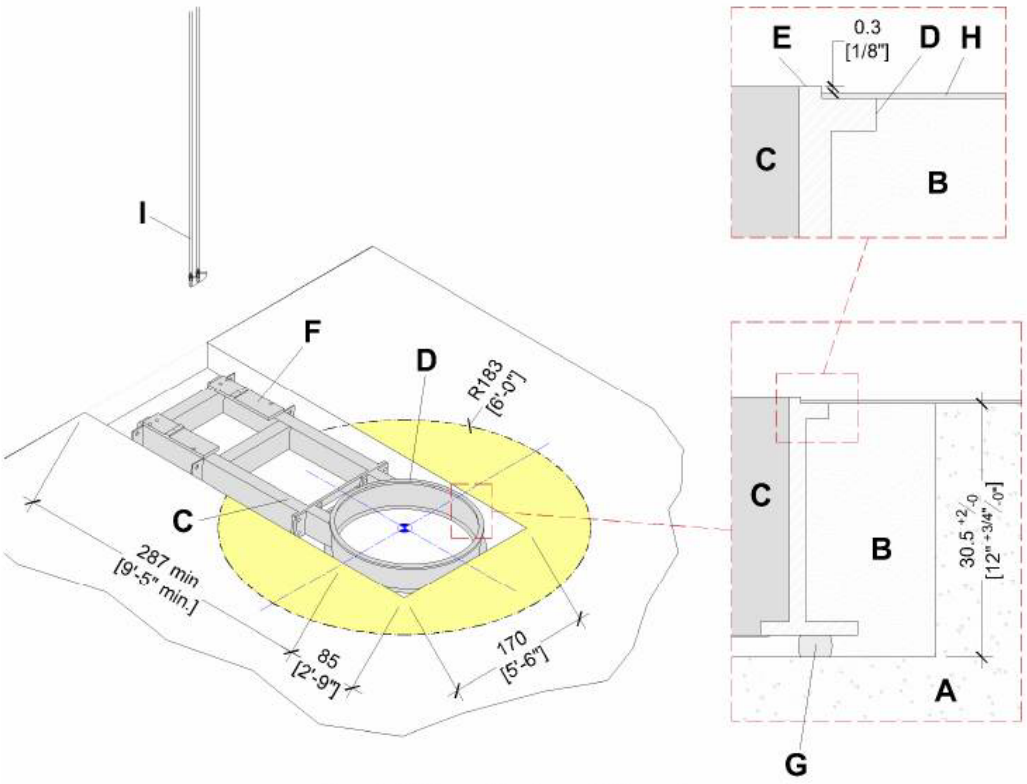

Figure 3-1 Minimum BaseFrame Pit Dimensions
- The concrete finished floor must be level within ±3mm [±1/8"] for a 183cm [6'-0"] radius about the isocenter, see the yellow shaded area shown in Figure 3-1